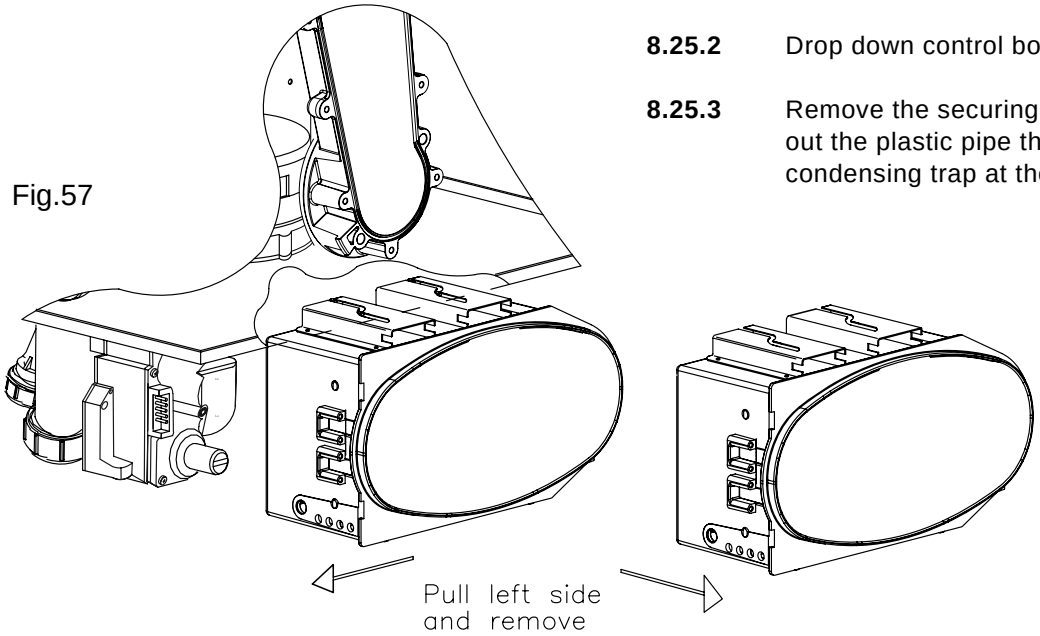

Fig.57
8.20 TO REMOVE CONTROL PANEL BOX (Fig. 57).